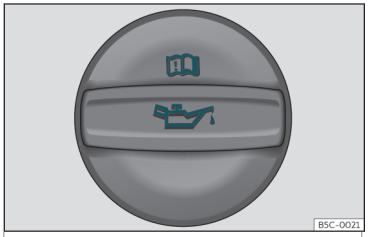

Fig. 205 Vano motore: tappo del bocchettone di rifornimento dell'olio motore.
- Svitare il tappo del bocchettone di rifornimento dell'olio motore››› **fig. 205**.